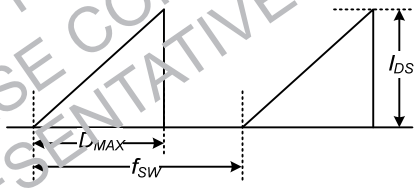

Figure 4. Repetitive Peak Switching Current
5. Repetitive peak switching current when the inductive load is assumed. limited by maximum duty (D_{MAX}=0.73) and junction temperature. *(see Figure 4)*.